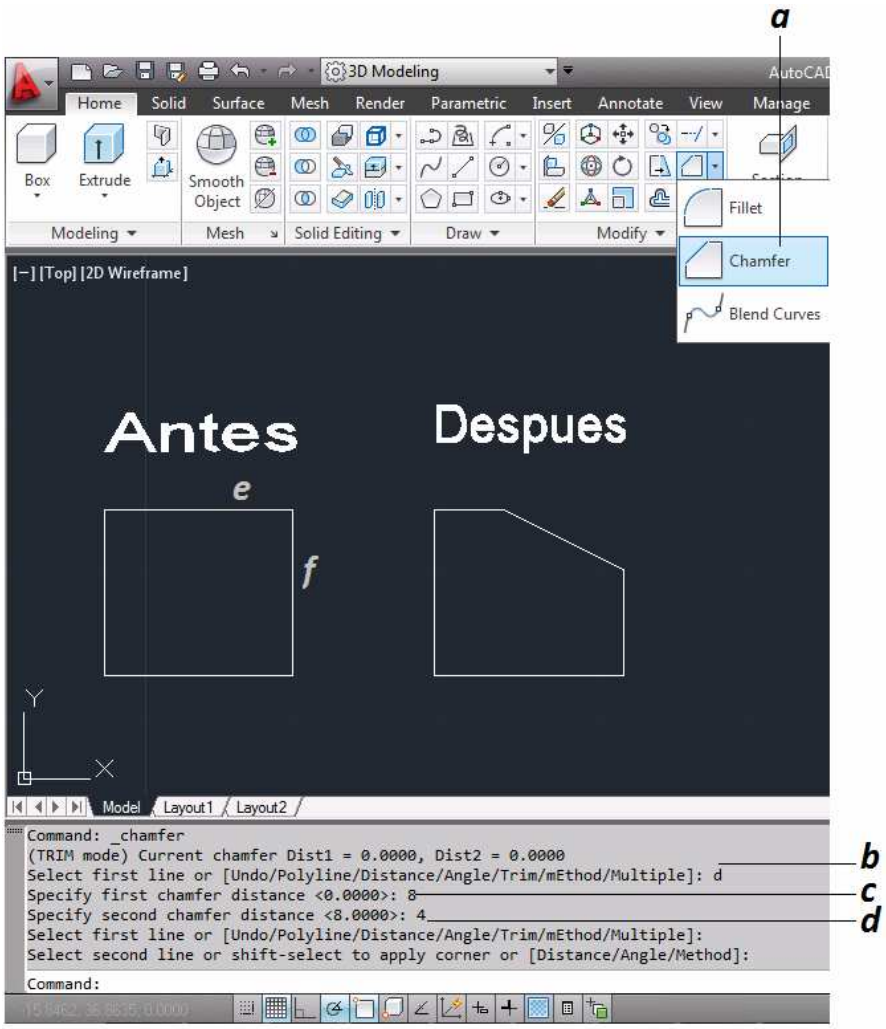

Figura 3.42 Modificacion de Entidades "Chaflan"
a. Se selecciona el comando Chaflan *(figura 3.42).*
b. Se ingresa D con la cual se indicaran las distancias del chaflan *(figura 3.42).*
c. Se ingresa 8 que es la primera distancia y enter *(figura 3.42).*
d. Se ingresa 4 que es la segunda distancia y enter *(figura 3.42).*
e. Se selecciona la primera línea a chaflanear con el primer valor *(figura 3.42).*
f. Se selecciona la segunda línea a chaflanear con el segundo valor *(figura 3.42).*